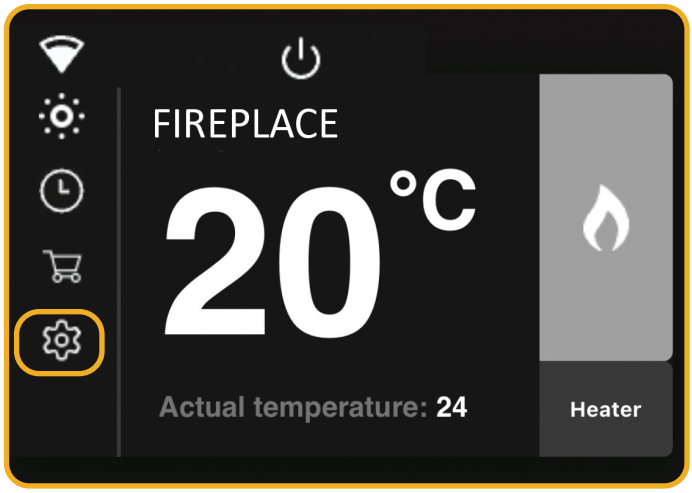

Abb. 12.2 Drücken Sie auf das Zahnrad
- Wenn das Update abgeschlossen ist erscheint der Bildschirm gem. Abb. 12.2. Durch Drücken des Zahnrades unten links gelangen Sie in die Einstellungen.